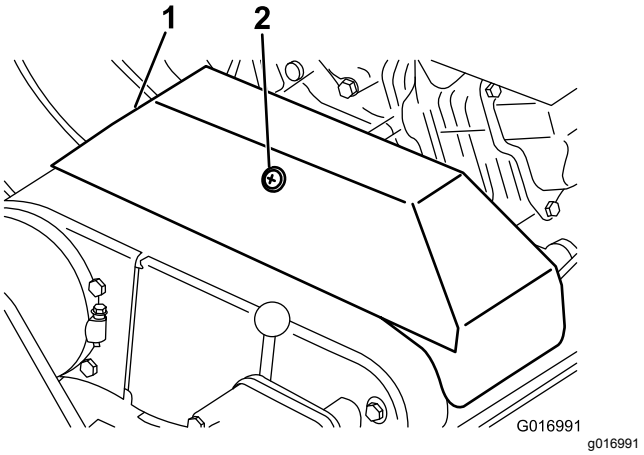

Figuur 39
3. Draai de borgschroef los waarmee de kap van de V-riem is bevestigd, en draai de kap open (Figuur 39).